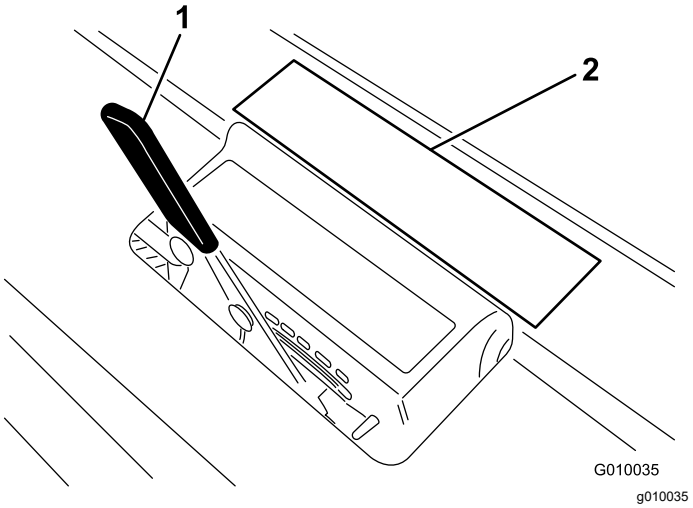

Rysunek 16
3. Ułóż ząb na etykiecie głębokości zęba (Rysunek 16) tak, aby jeden koniec był zrównany z zaznaczeniem żądanej głębokości napowietrzania (patrz nakładka zęba na etykiecie).